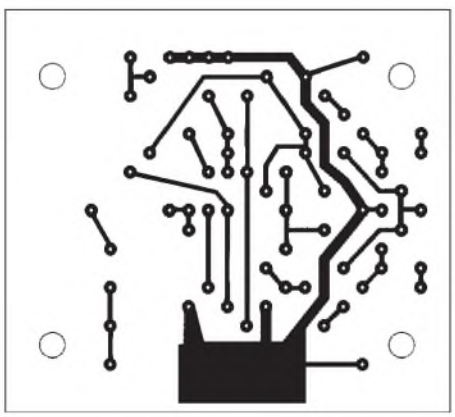

Bild 2 : Platinenlayout: Eine breite Massebahn trennt die symmetrisch angeordneten Baugruppen des Adapters nach Bild 1.
Die Schaltung in Bild 2 wird an den NF-Ausgang (für Tonaufnahme) des Empfängers gelegt. A1 wirkt als verstärkender Tiefpaß (10 Hz), verhindert damit Ansprechen auf Modulationsfrequenzen und gleicht den bei NF-Verstärkern an der unteren Frequenzgrenze auftretenden Verstärkungsabfall aus.
Bild 2: Genaue und trotzdem bequeme Abstimmung auf Schwebungsnull ist möglich, indem man die auf Grund ihrer Tiefe nicht mehr hörbaren Frequenzen in Blinksignale verwandelt.
Multiplikative Demodulatoren mit starrer Trägernachbildung reagieren auf Amplituden- genauso wie auf Phasen- oder Frequenzmodulation. Man kann das bei asynchroner Demodulation von Droitwich (198 kHz) oder France Inter (162 kHz) erkennen. Diese Sender übertragen vom Hörprogramm unabhängige Digitalinformationen in Phasenmodulation. Das zeigt sich, nach genauer Abstimmung, durch unregelmäßiges Blinken der Leuchtdiode(1) in der Zusatzschaltung von Bild 2. Bei voll aufgedrehter Baßeinstellung ist dann in den Modulationspausen ein leichtes Brummen zu hören, das bei normaler (Hüllkurven-) Demodulation nicht auftritt.
Je mehr Transistoren, um so größer die Gefahr von wilden Schwingungen. Durch R2, R3 und R15 werden sie vermieden. Einen Einfluß auf den Qualitätsfaktor des Antennenkreises haben diese Widerstände nicht. Messungen zeigten, daß der Betriebswert dieses Faktors nur geringfügig unter dem Leerlaufwert liegt. Die Abstimmung ist daher sehr scharf. Bild 2 zeigt das Platinenlayout.
Man muß sich darüber im klaren sein, daß das Frequenzspektrum eine völlig andere Beschreibung der modulierten Schwingung ist wie die Darstellung im Signal-Zeit-Diagramm. Das Signal-Zeit-Diagramm im Bild 2 zeigt den tatsächlichen, zeitlichen Verlauf der modulierten Schwingung, die aufgrund der Modulation nicht mehr rein sinusförmig ist.
Bild 2: Das Signal-Zeit-Diagramm zeigt den tatsächlichen zeitlichen Verlauf der modulierten Schwingung, die aufgrund des Frequenzverhältnisses auf dem Oszilloskop wie eine Fläche mit der Kontur der NF-Schwingung aussieht.
Bei 100 W ist an 50 Ω die Amplitude der Trägerspannung 100 V. Mit den genannten Gleichungen kann man zudem mit der Leistung der modulierten Schwingung einen Modulationsgrad zu m = 0,8 berechnen und als Spannungswert für den Höchstwert der Amplitude 180 V und als minimalem Wert der Amplitude 20 V. Diese Werte könnte man aus dem Oszillogramm der modulierten Schwingung ablesen (Bild 2).